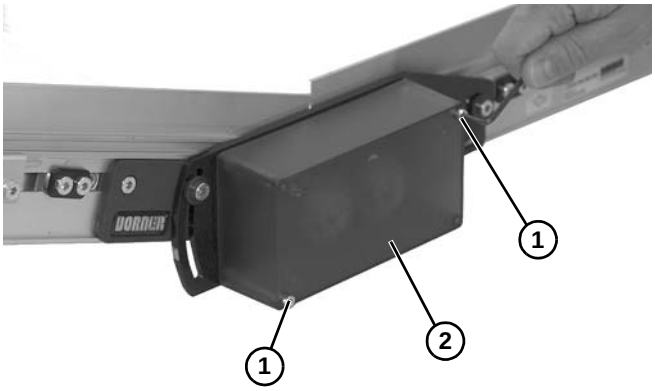

Figure 76
1. Retirer les deux vis **(Figure 76, élément 1)** et retirer le carter **(Figure 76, élément 2)**.